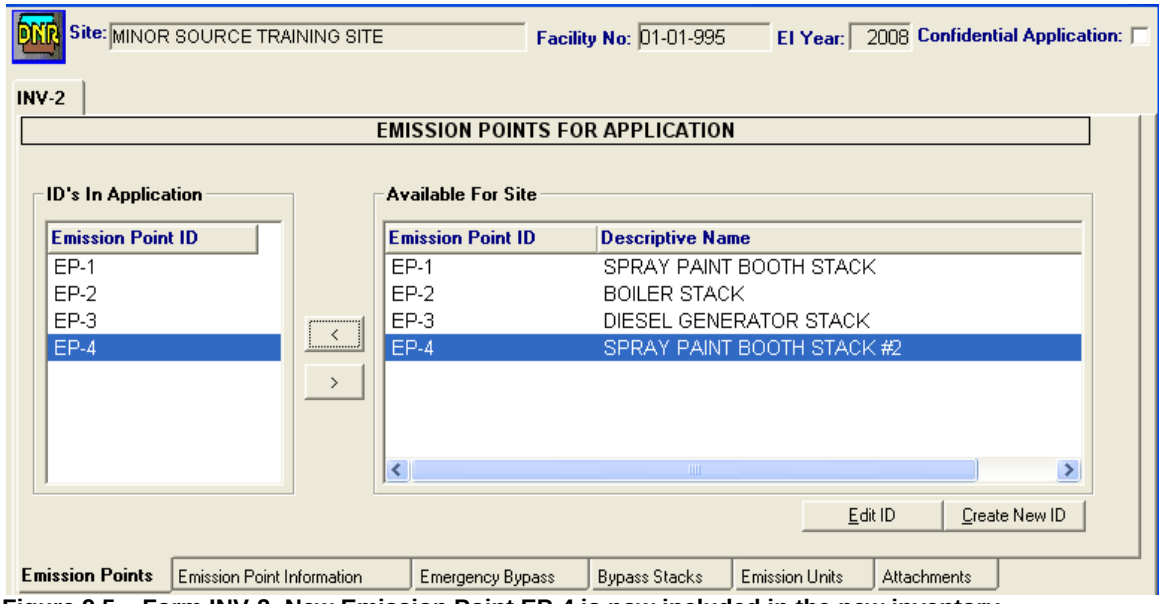

Figure 9.5 – Form INV-2: New Emission Point EP-4 is now included in the new inventory.
3. To include the new emission point in the inventory, highlight the new emission point found on the right side of the window. Use the arrow pointing left to bring the new emission point into the inventory (see Figure 9.5).